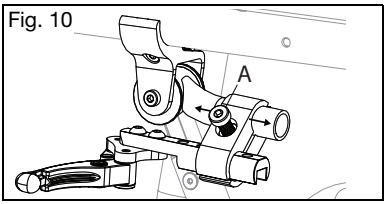

Fig. 10
1. Use una llave Allen de 6 mm para aflojar el perno de la abrazadera (Fig. 10:A).